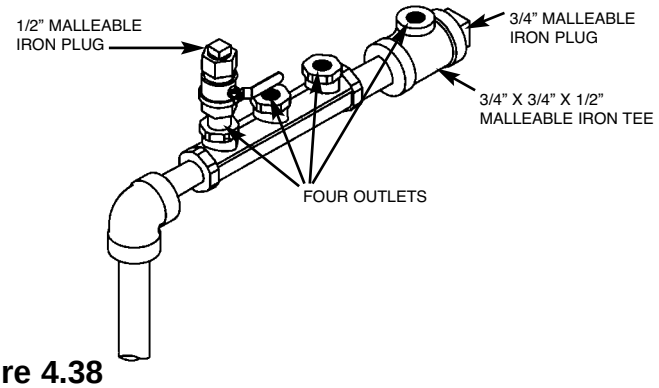

Figure 4.38
- If the required number of appliances/outlets is more than the number of manifold ports, connect a tee or an additional manifold to provide for the extra required ports (See Figure 4.38).